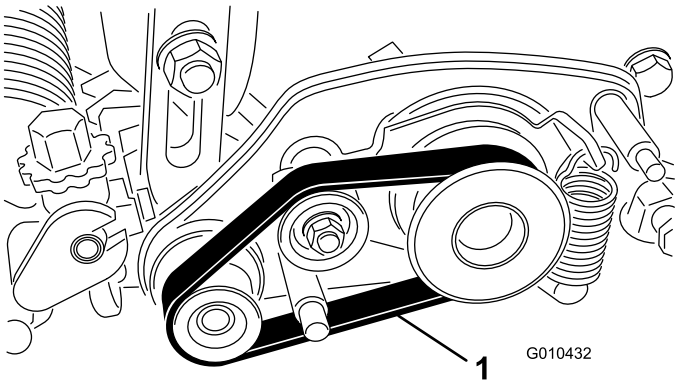

Figur 18
2. Sæt remmen på den drevne remskive, styreremskiven og remskiven som vist i Figur 18.